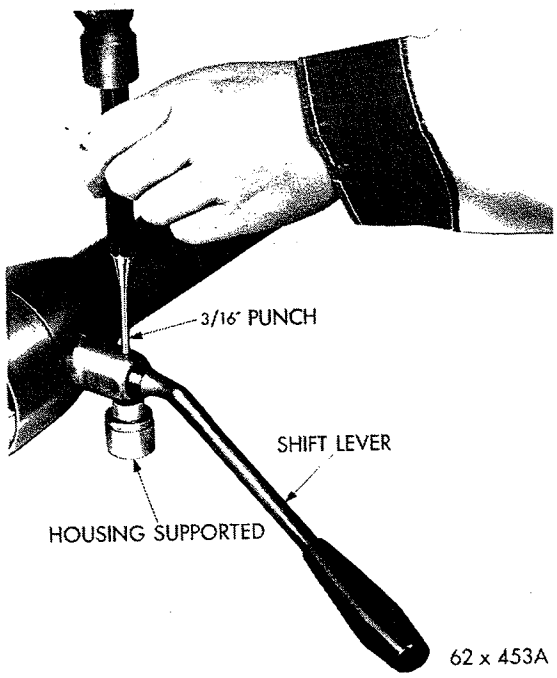
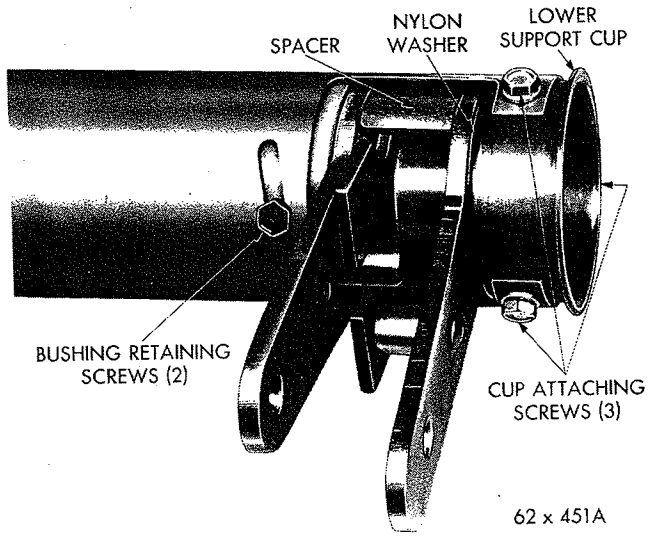
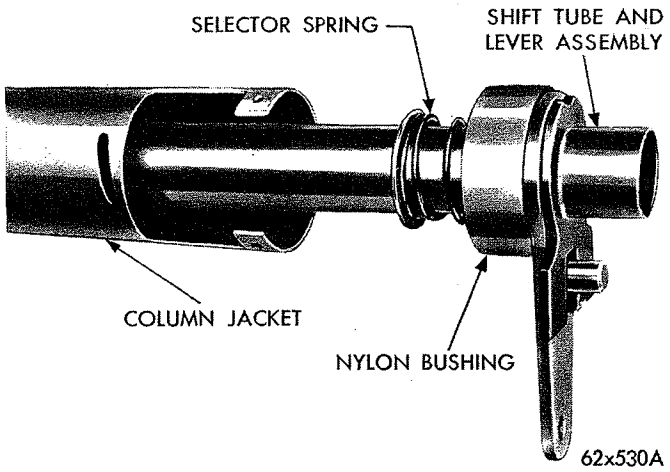
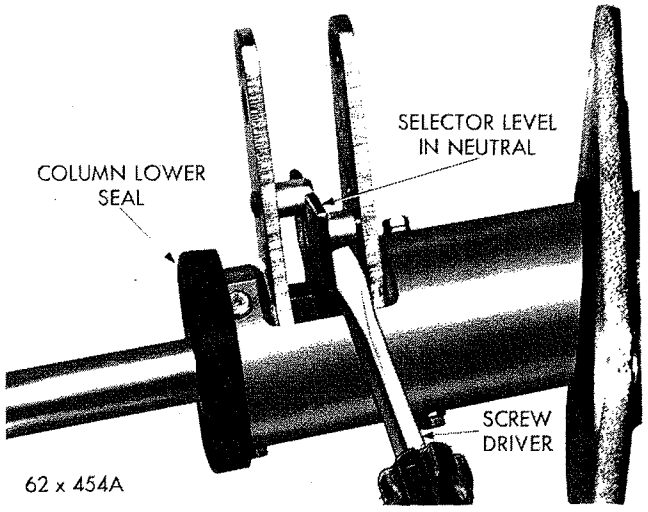

***Fig. 30—Removing Shift Lever Pivot Pin***
***Fig. 31—Steering Column—Lower End***
*Fig. 32—Removing Shift Tube Assembly*
*Fig. 34—Holding Selector Lever in Neutral Position*
(6) While supporting gearshaft housing in area around shift lever pivot pin, drive out pivot pin, using a 3/16″ punch, and remove the shift lever (Fig. 30).
(7) Remove three lower support cup to jacket attaching screws (Fig. 31) and remove the cup.
(8) Remove nylon thrust washer, low and reverse lever, and the spacer.
(9) Remove two lower shift tube bushing retaining screws at slotted holes in the jacket.
(10) Slide shift tube with 2nd and direct lever, nylon bushing, spring and spring retainer out of the jacket (Fig. 32).
(6) Turn nylon bushing on the shift tube (Fig. 32), so the two holes in bushing are aligned with centerline of 2nd and 3rd speed shift lever, then slide shift tube and lever assembly through jacket tube and into the bearing housing.
(7) Install spacer (Fig. 31), around selector lever so it rests against the 2nd and 3rd speed shift lever.
(8) Install low and reverse lever. Then install the nylon washer, centering it over end of the shift tube.
(9) Install lower support cup in the jacket (Fig. 31), while holding pressure against cup to overcome selec-
(10) Loosely enter lower bushing retaining screws through slots in the jacket, and into the nylon bushings (Fig. 31).
(11) Rotate nylon bushing to where all play at shift levers and spacers is eliminated, but no binding occurs. With bushing in this position, tighten the two bushing to jacket screws to 30 inch-pounds.
(12) The gearshift lever insulator should be examined, and if any wear or damage is evident, it should be pulled off the lever and replaced.
(13) Place a screw driver blade between 2nd and 3rd speed shift lever and selector lever, so it will hold selector lever at neutral position half way between the two shift levers (Fig. 34).
(14) Position gearshift lever in shift lever housing so it engages hole in shift tube plate with the pin hole aligned.
(15) Support jacket tube housing in area around pin hole (Fig. 30) and drive pivot pin in flush with the housing.
(16) Before installing column lower seal (Fig. 34), fill cavity in the inside diameter of the seal between the two moulded-in seal bushings with short fiber wheel bearing lubricant. (Not used on Fury Models.)
Slide lower seal up to bottom end of column and snap seal lip over flanged lower end of column jacket (Fig. 34).